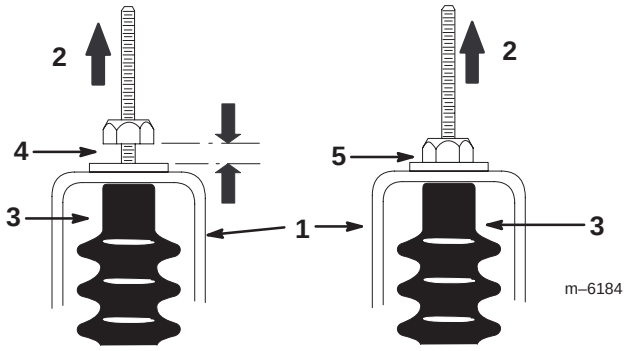

Figure 26
5. Pull up on each shift cable an ensure that there is no gap between the nut/washer and the neutral bracket (Fig. 26). If there is a gap, tighten the nut.